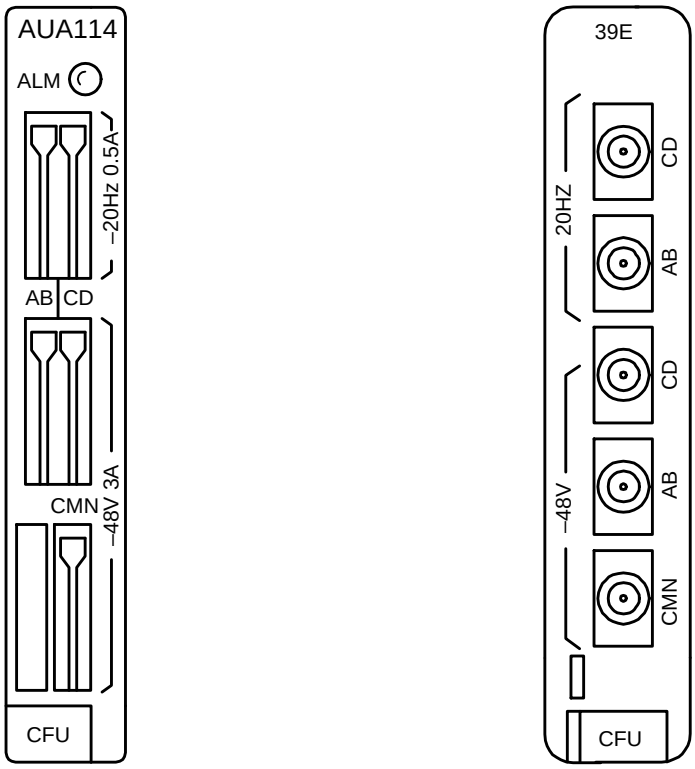

**Figure 1 – AUA114 and 39E Channel Fuse Unit**
1. Get **AUA114** or **39E CFU** (Figure 1) and inspect for possible damage.